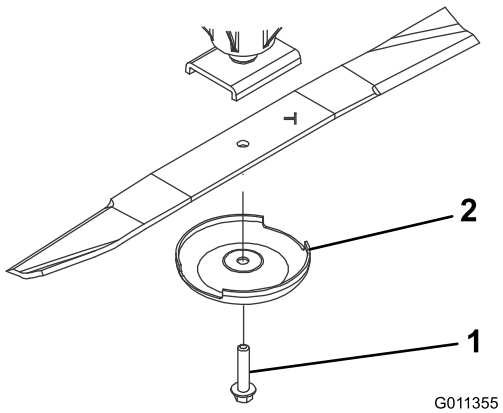

Figur 65
2. Hold enden av kniven med en fille eller en tykk hanske. Fjern knivbolten, antiskalperingsvernet og kniven fra spindelakselen (Figur 65).
3. Monter kniv, med vingen mot klippeenheten, med antiskalperingskopp og knivbolt (Figur 65). Stram knivbolten til 115–149 N·m.
Hvis du ikke gjør noe med slitasje på kniven, vil det dannes et spor mellom vingedelen og den flate delen av bladet (Figur 65). Til slutt kan en del av kniven knekke av og bli kastet ut fra maskinen og trolig resultere i alvorlig personskade.